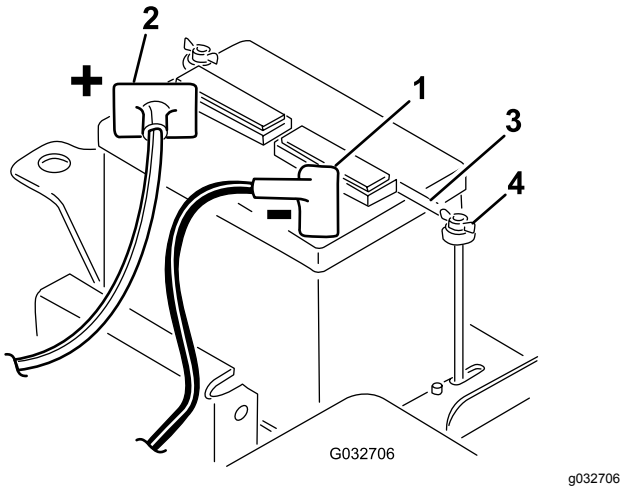

Figur 5
2. Koppla den positiva batterikabeln (röd) mellan startmotorns magnetspole och pluspolen (+) på batteriet (Figur 5). Fäst den med en vagnsskruv och en mutter.
5. Montera batteriklämman och brickorna, och fäst dem med vingmuttrarna (Figur 5).